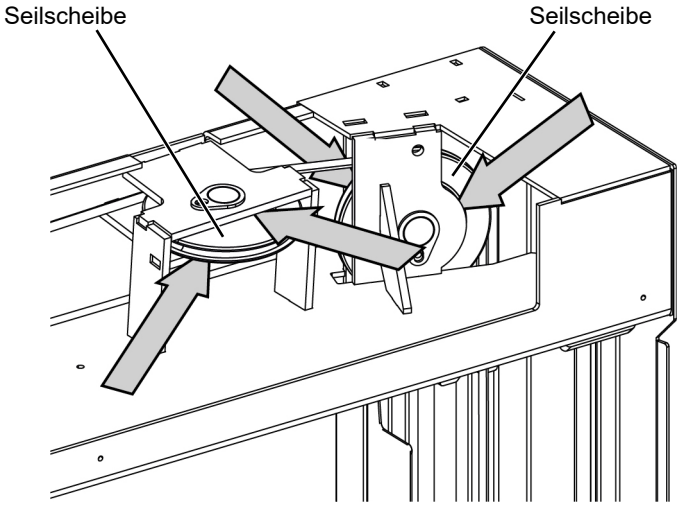

Abbildung 26: Schmierstellen zum Abschmieren der Seilscheiben
► Geben Sie Fett auf die Seiten der Seilscheiben zwischen Seilscheibe und Halterung, z. B. mit einem Pinsel (Schmierstellen beispielhaft dargestellt in Abbildung 26, Seite 58).